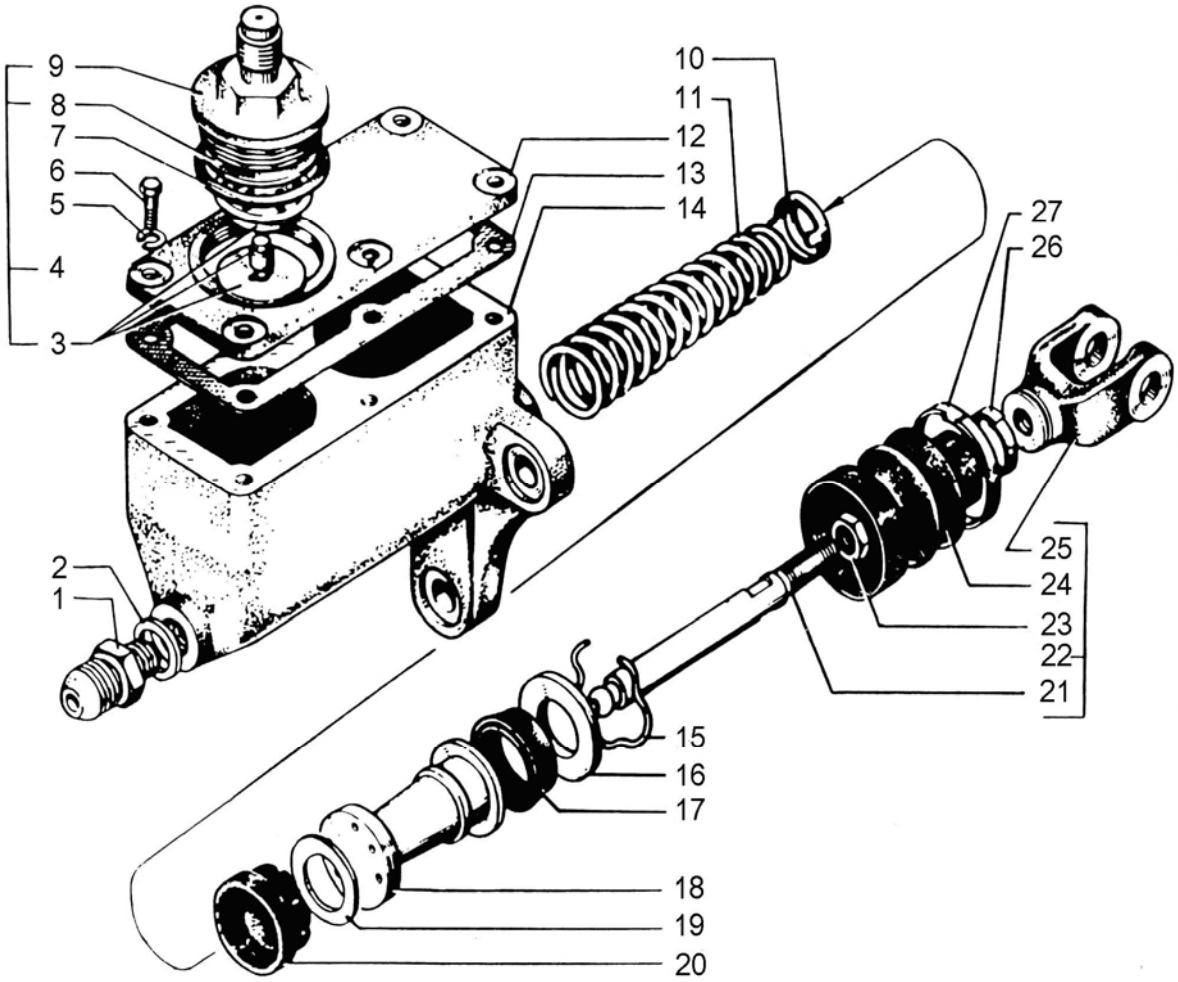

Рис. 5. Главный цилиндр выключения сцепления:
- взять из ЗИПа шланг для накачивания шин и подсоединить один его конец к наконечнику пробки 9 (рис.5), а второй – к клапану контрольного вывода 8 (рис.70);
2. Снять малое стяжное кольцо защитного колпака 24 (рис.5), снять защитный колпак, удерживая толкатель 22 поршня от проворачивания за лыски ключом. Отвернуть контргайку 23, вилку 25 толкателя и снять вилку.
- отвернуть пробку 9 (рис.5) и заполнить картер свежей тормозной жидкостью, в соответствии с химмотологической картой, после чего пробку 9 завернуть;
- подсоединить шланг для накачивания шин, одним концом на резьбовой конец пробки 9 (рис.5), а вторым – к клапану контрольного вывода;
- создать в полости цилиндра 14 (рис.5) давление сжатого воздуха в пределах 0,3 - 0,6 МПа (3 - 6 кгс/см^2);
9. Долить жидкость в главный цилиндр до уровня на 15 - 20 мм ниже кромки заливного отверстия и плотно завернуть пробку 9 (рис.5).